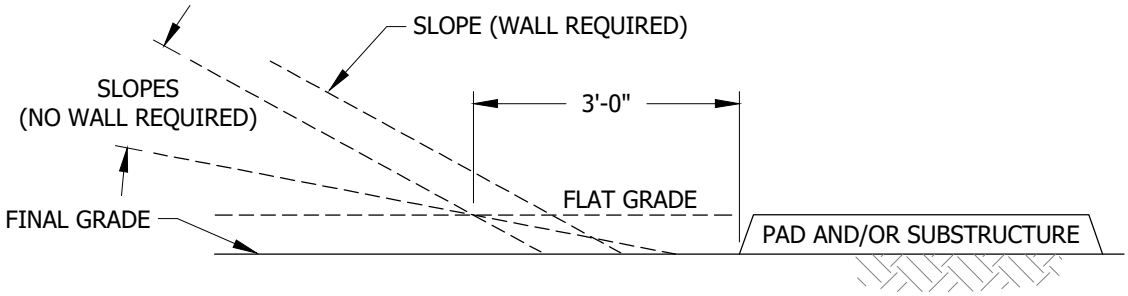

FIGURE 1
(A) WALLS ARE REQUIRED WHEN SLOPE COMES WITHIN THREE FEET OF A FLAT GRADE ADJACENT TO A PAD OR SUBSTRUCTURE. THE FLAT GRADE IS ESTABLISHED FROM THE TOP OF A PAD. SEE FIGURE 1.